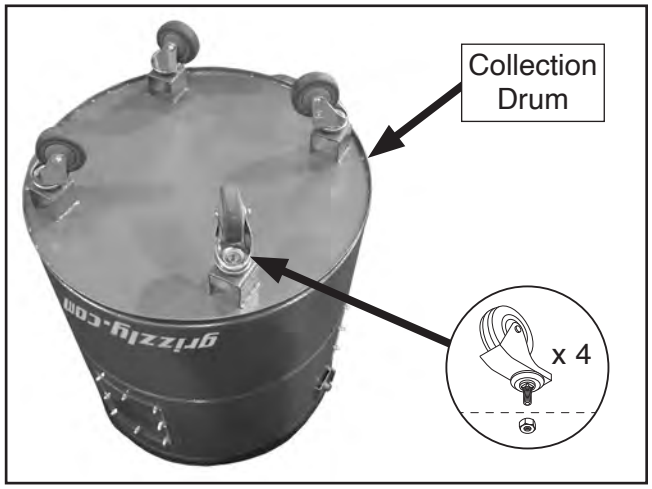

Figure 26. Swivel casters installed on collection drum.
11. Install (4) swivel casters on bottom of collection drum with (4) ⅜"-16 hex nuts as shown in **Figure 26**.